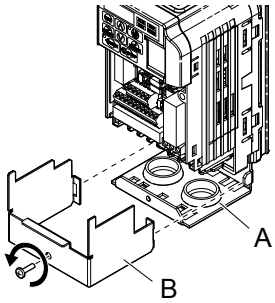

Figure 8.11 Remove the Terminal Cover on a NEMA Type 1 Drive
2. Loosen the screw on the terminal cover (*Figure 8.11*, **B**) to remove the terminal cover and expose the conduit bracket (*Figure 8.11*, **A**).